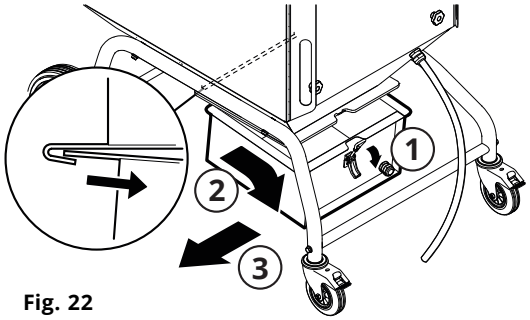

Fig. 22
3. Afloje la cerradura excéntrica, suba la transpaleta hacia el recipiente y extráigalo con la transpaleta. Consulte la **Fig. 22** para guiarse.
7. Deslice el recipiente de polvo debajo del bolsillo de precipitado, consulte la **Fig. 22** para guiarse.